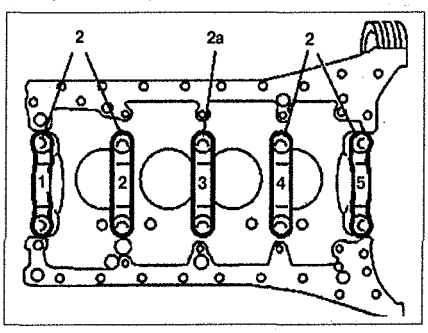

Рис. 5.31. Маркировка крышек коренных подшипников коленчатого вала.
5. Открутите крышки коренных подшипников **2** и установочную крышку **2а** (см.рис.5.30). Пометьте нижние вкладыши коренных подшипников **21** и нижние упорные прокладки **22**. Крышки коренных подшипников **2** и установочная крышка **2а** пронумерованы последовательно, начиная с передней крышки **2** (см.рис.5.31).